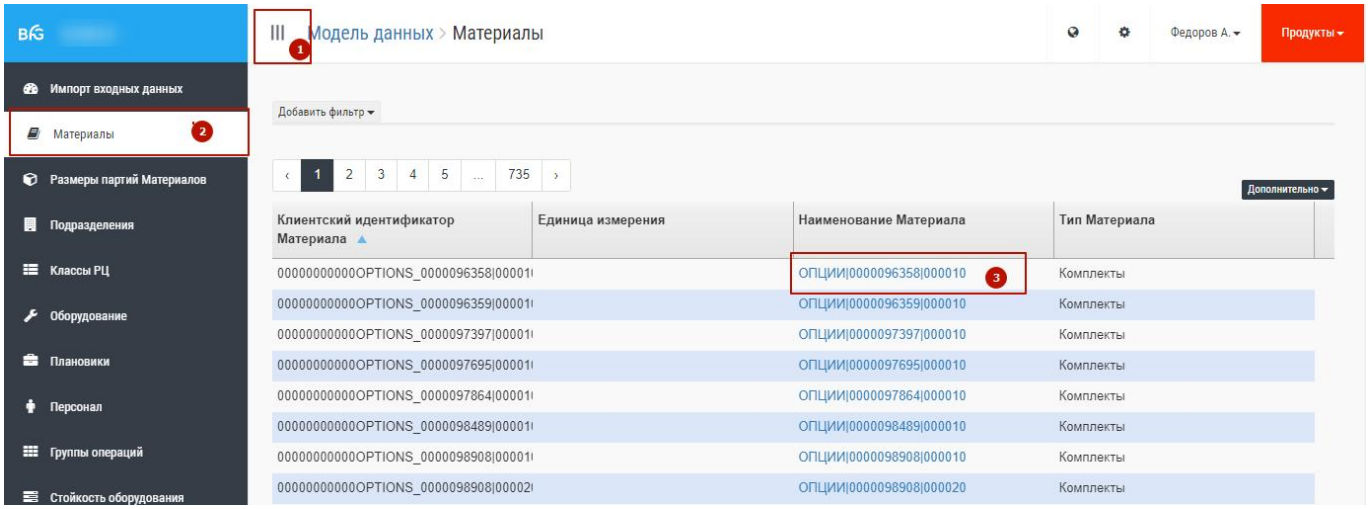
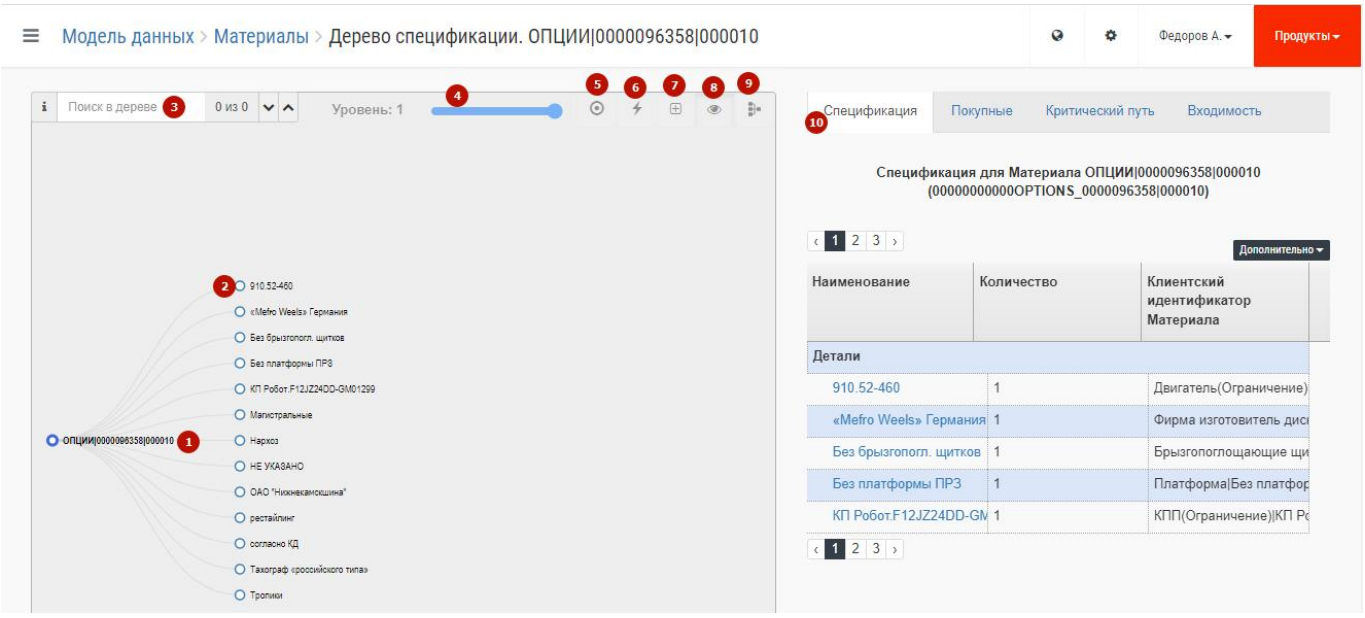

Рис. 10 – Экранная форма справочника материалов
Рис. 11 – Экранная форма дерева спецификации
Материал – содержит конструкторские спецификации и технологические маршруты для всех загруженных номенклатурных позиций. В основной таблице указаны Код материала, наименование и чертежный номер, тип материала. Для перехода в этот справочник необходимо нажать левой кнопкой мыши на значок «BFG» в левом верхнем углу, а затем выбрать пункт меню «Материал» и подтвердить выбор левой кнопкой мыши (1 + 2 на Рис. 10).
Для перехода на страницу с деревом спецификации необходимо выбрать строку с нужным материалом и нажать на подсвеченное синим цветом наименование материала (3 на Рис. 10). Откроется экран дерева спецификации как показано на Рис. 11.
На этом экране отображается иерархичная древовидная структура выбранного материала. Структура состоит из узлов, которые делятся на корневой узел и входящие в него узлы (1 и 2 на Рис. 11). Каждый узел – это номенклатурная позиция с кодом.
- поиск по дереву спецификации. Для этого необходимо в поле поиска набрать нужное наименование или чертежный номер. После окончания набора рядом с полем появится количество вхождений набранного сочетания символов в данном дереве с возможностью переходить между узлами дерева (3 на Рис. 11).
- выбор уровня вложенности, который будет отображен на дереве (4 на Рис. 11);
- переход на корневой узел дерева, позволяет вернуться к корневому узлу (5 Рис. 11);
- отобразить критический путь и близкие к нему (6 на Рис. 11);
- отобразить дополнительную информацию по узлам дерева (7 на Рис. 11);
- скрыть/показать покупные позиции на дереве (8 на Рис. 11);
- отобразить обратное дерево (9 на Рис. 11);
- отобразить полную конструкторскую спецификацию выбранной позиции (10 на Рис. 11). Таблица с данными отображается в нижней правой четверти экрана.